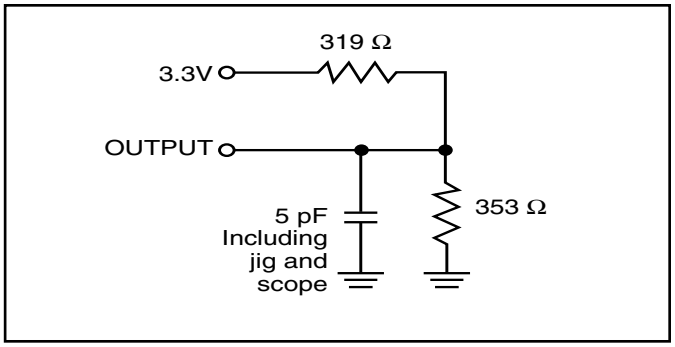

Figure 2.
2. Tested with the load in Figure 2. Transition is measured ±500 mV from steady-state voltage.
2. Tested with the load in Figure 2. Transition is measured ±500 mV from steady-state voltage. Not 100% tested.